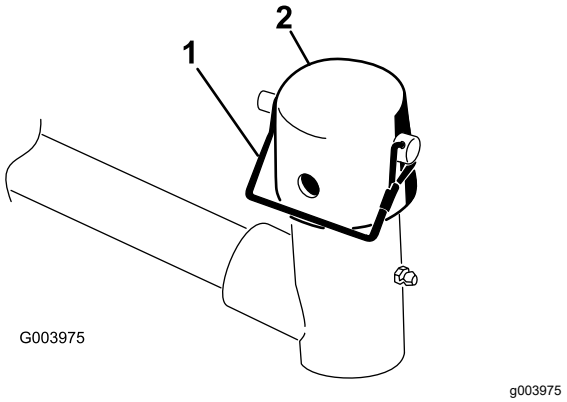

Figur 4
3. På hver klippeenheds løftearm skal du fjerne ringstiften, der fastgør hætten til løftearmens drejegaffel, og fjerne hætten (Figur 4).